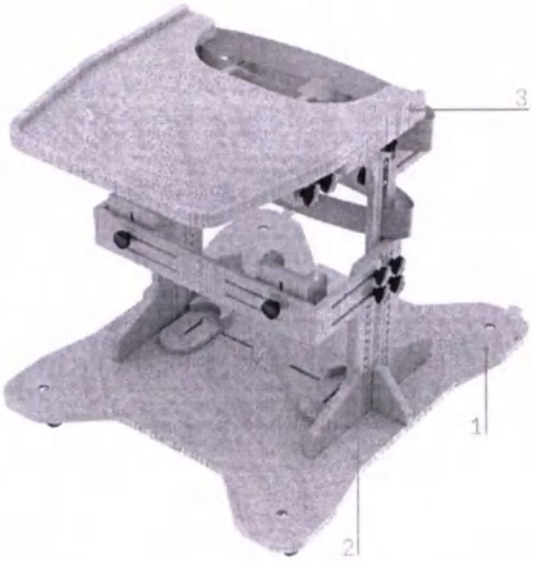

Рис. 2 – Общий вид опоры
Опора условно разделяется на узел основания (1), узел с коленными упорами (2) и узел со столиком (рис. 2).